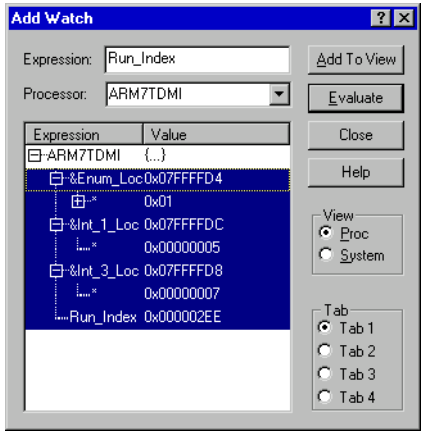

Figure 3-6 Specifying variables to watch
6. Right-click in the window, and select **Add Watch** from the pop-up menu. A Watch dialog appears, prompting you to enter an expression. For this example you enter some valid variable names, most of them preceded by an ampersand (&). See Figure 3-6.
9. Select all the lines you have entered, as shown in Figure 3-6 on page 3-10. Click **Add To View** and then **Close**.